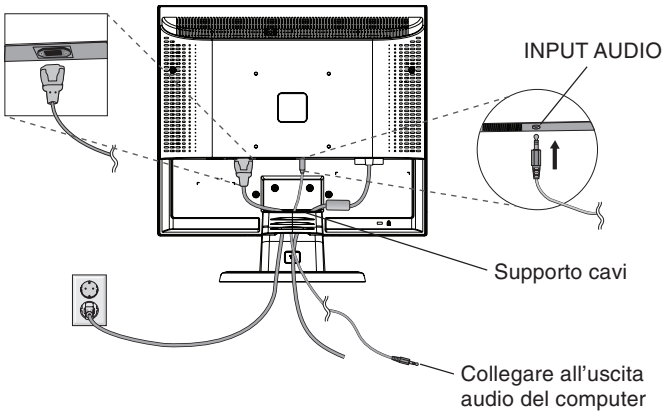
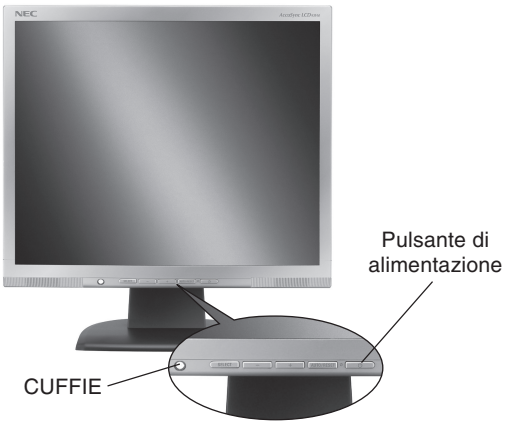

Figura B.1
Figura C.1
3. Collegare il cavo audio al connettore appropriato nella parte posteriore del monitor (**Figura B.1**). Collegare le cuffie (non incluse) al connettore appropriato sulla parte anteriore del monitor (**Figura C.1**).
4. Collegare il cavo di alimentazione alla presa di alimentazione. Collocare il cavo segnali video e il cavo di alimentazione sul supporto cavi (**Figura B.1**).
5. Accendere il monitor con il pulsante di alimentazione, posto sulla parte anteriore, e il computer (**Figura C.1**).